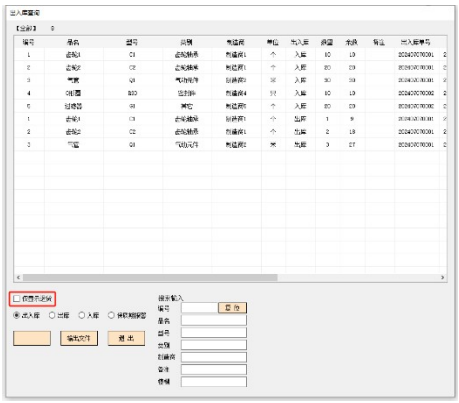

图 9-1
出入库查询显示（图 9-1）选择显示出入库查询的区间，可以是全部、本年度、本季度、本月度、指定期间。
在出入库查询窗口（图 9-1），【入库】按钮的右边，有保质期的按钮，点击该按钮可以显示有保质期产品的入库情况（参考 9 出入库查询和统计）。选择“显示报警”时，仅仅显示已经保质期报警的入库；选择“显示全部”时，显示所有的有保质期的入库情况。
9.1.1 点击【出入库查询】，出现出入库查询窗口（图 9-1）。点击圆形单选按钮，可以在出入库、出库、入库和保质期的显示之间进行切换。使用搜索输入，可以对显示内容进一步搜索。模糊搜索可以对出入库单号、作业员、制单员和往来单位（客户、供应商）等进行搜索。
在图 9-1 选择入库按钮，可以对入库的内容进行统计，操作和以上类似。